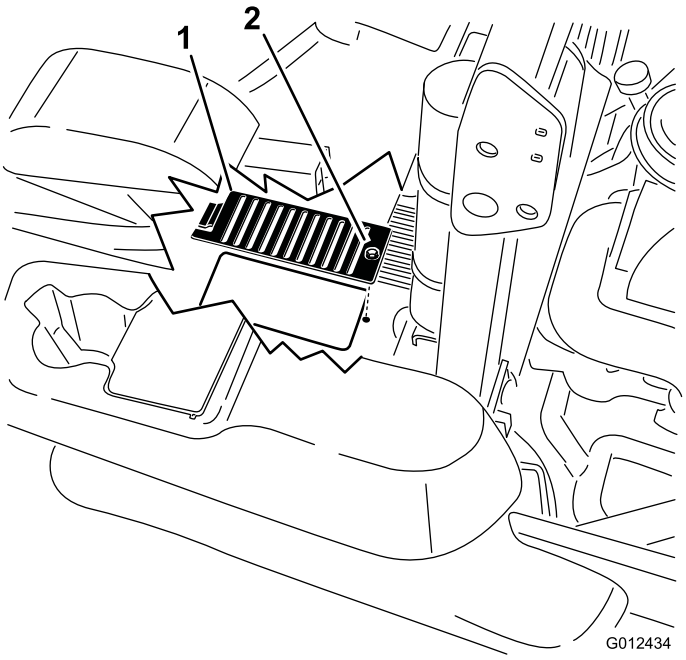

Figur 67
6. Ta bort skyddet och dess skruv ovanför varje oljesticka. Rengör runt varje oljesticka och hydraulenhet (Figur 67).